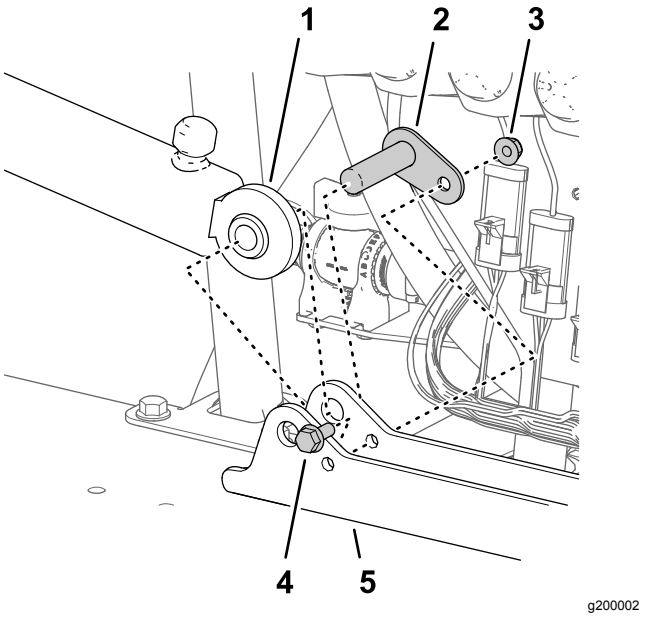

Figuur 115
1. Lijn het vaste uiteinde van de hefcilinder die u verwijderd hebt in stap 3 van De hefcilinders verwijderen (bladz. 20) uit met de opening van 16 mm in de cilinderbevestiging (Figuur 115).
2. Monteer de cilinder op de cilinderbevestiging; gebruik hierbij de draaipen, flenskopbout en flensmoer (Figuur 115).